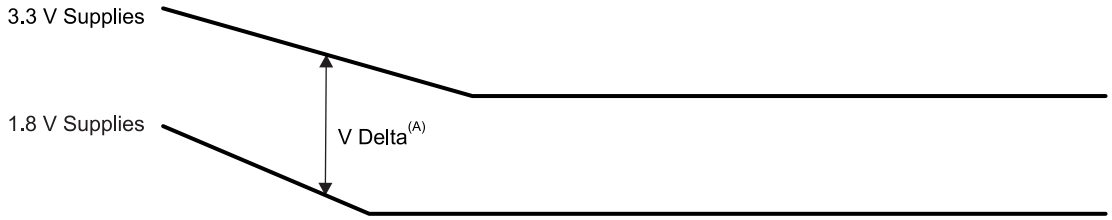

Figure 7-3. 1.8 V Supplies Falling Before 3.3 V Supplies Delta
(1) The 1.5-/1.8-V DVDD_DDR[x] and CVDD, CVDD_x variable supplies can be powered down prior to or simultaneously with the 1.8-V supplies.
(2) The 3.3 V supplies ***must*** never be more than 2 V above the 1.8 V supplies (see Figure 7-3).